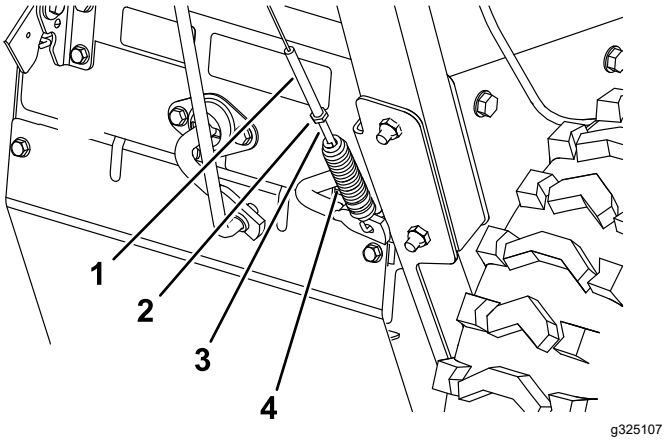
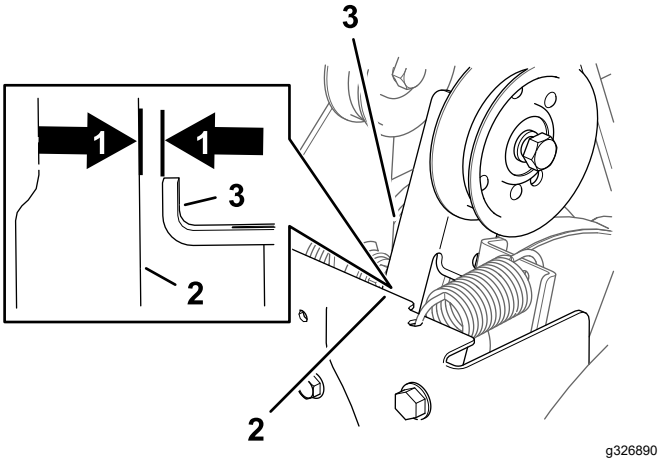

**Figure 40**
**Figure 41**
1. Desserrez l'écrou de blocage (Figure 40).
2. Tournez le tendeur de ressort jusqu'à obtention d'un jeu de 1,5 mm entre le cadre et le bras d'embrayage de la brosse (Figure 40 et Figure 41).
3. Resserrez l'écrou de blocage (Figure 40).